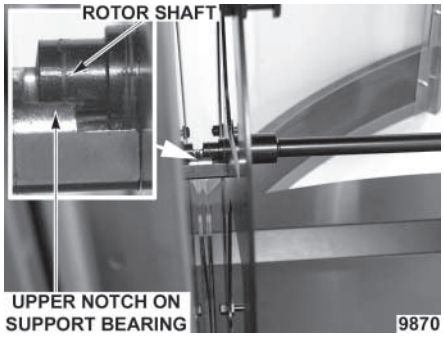

Fig. 4
STEP 2: Place the rotor shaft onto upper notch of support bearing on the non-drive side of the oven (Fig. 4).